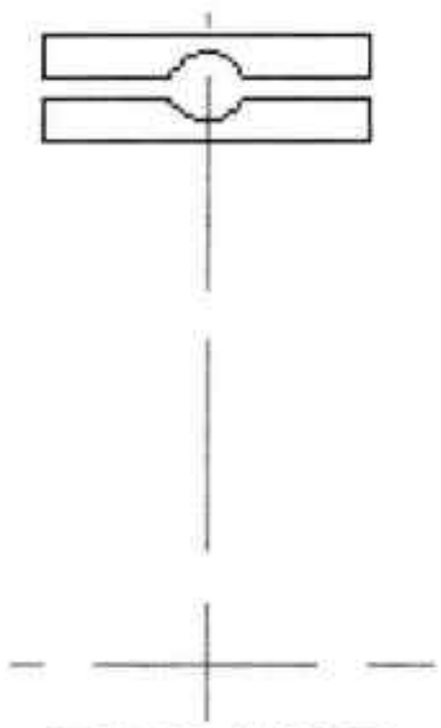

图21-26 修剪图形
Step 11 执行“修剪”和“删除”命令，修剪多余的线段，结果如图 21-26 所示。